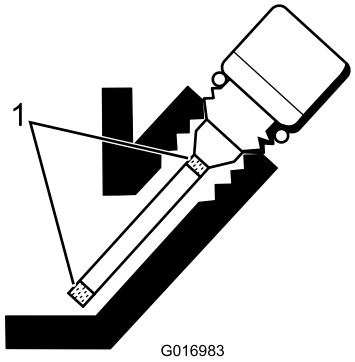

**Figur 23**
5. Hvis oliestanden er lav, skal du fylde så meget olie på, at standen er mellem mærkerne på målepinden (Figur 23). **Fyld ikke for meget på.**